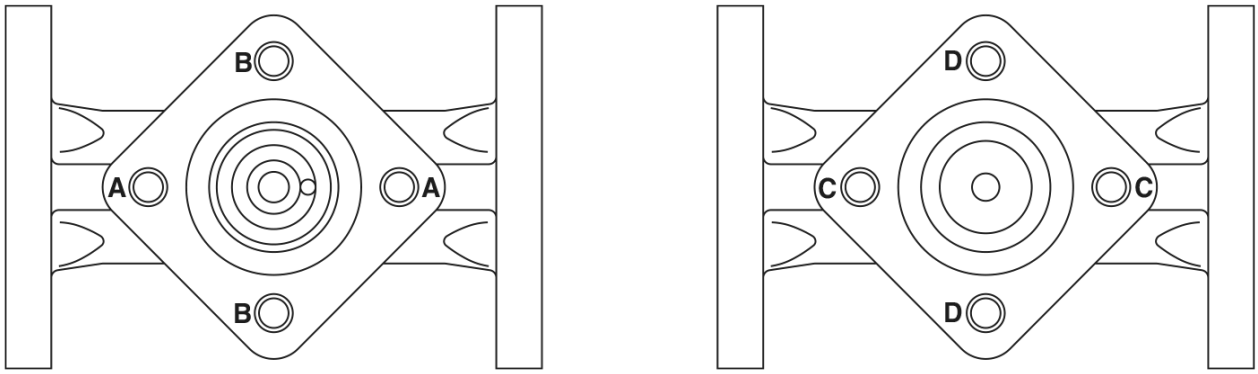

Fig. 11
***Nota :** il y a 2 jeux de 4 goujons qui composent le jeu d'écrou et vis de couvercle. Les goujons de la partie supérieure sont marqués '**T**' et ceux de la partie inférieure sont marqués '**B**' (voir Fig. 11). S'assurer que les goujons sont montés dans les bons trous, voir le paragraphe 6.3 - Raccordements à brides + Fig. 11.